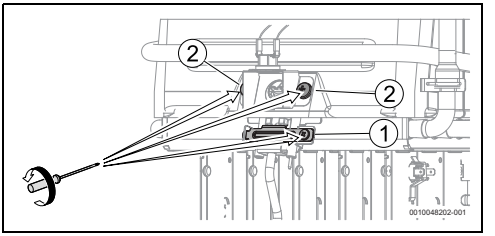

Fig. 19
- Retirar lo tornillo que fija el soporte del quemador piloto, Fig. 19, [1].
- Retirar los tornillos que fijan el soporte del dispositivo para el control de estado de la cámara de combustión, Fig. 19, [2].